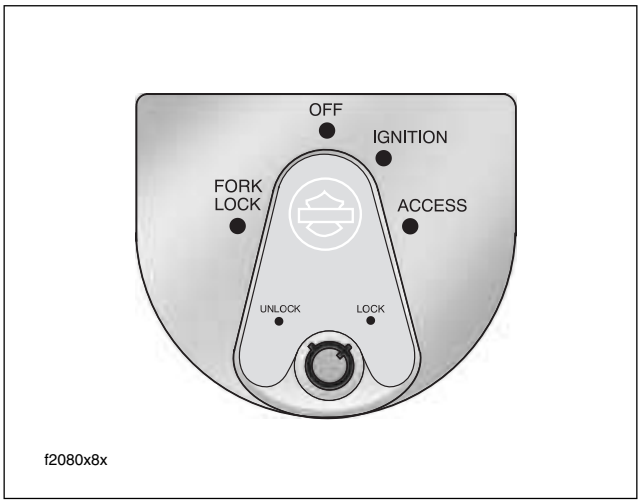

Figure 2-2. Ignition Switch (FLHX, FLHT/C/U, FLTR)
- *See Figure 2-2. "Key ON" means that the ignition key is turned to ON and the engine stop switch is set to RUN (although the engine is **not** running).*